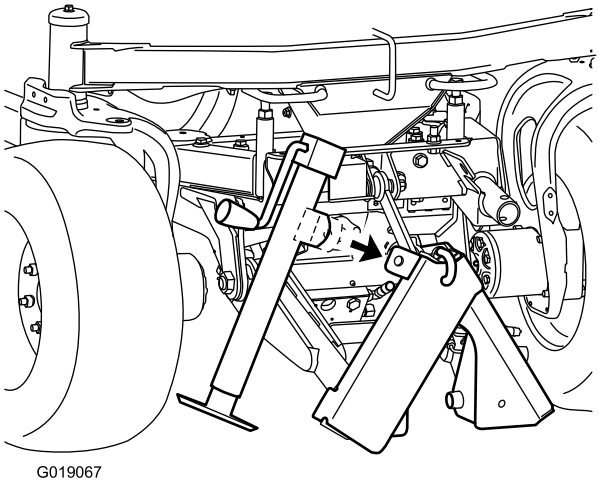
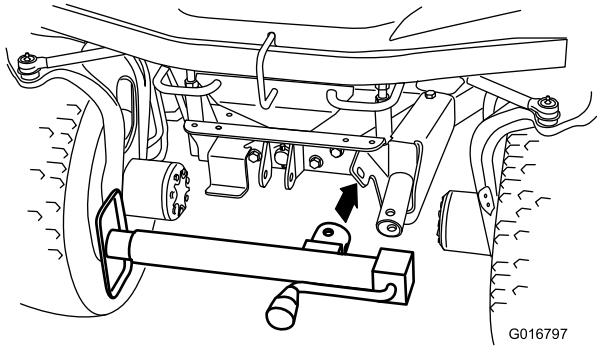

Figuur 7
Figuur 8
1. Haak de naaf van de krik aan de lip van de opslagbeugel voor de krik (Figuur 7) of aan de lip van de krikbeugel (Figuur 8).